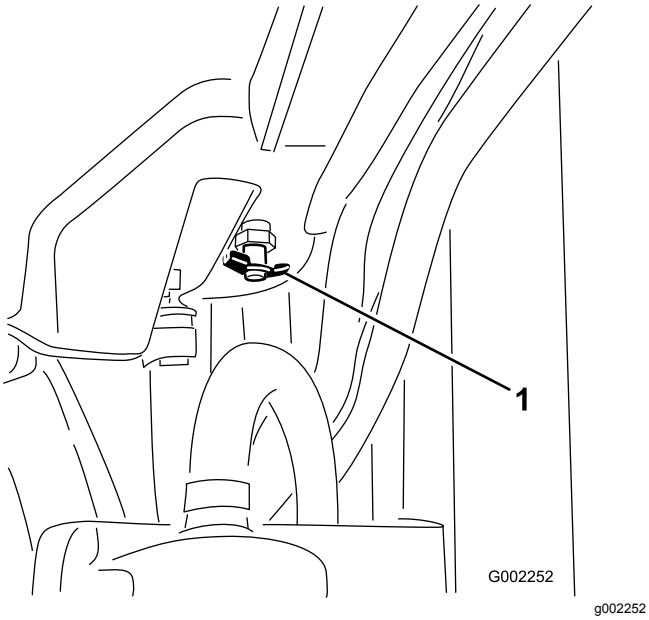

**Рисунок 86**
4. Откройте сливной клапан и слейте охлаждающую жидкость в сливной поддон (Рисунок 86).
6. Снимите крышку радиатора (Рисунок 86).
10. После прогрева охлаждающей жидкости доведите уровень охлаждающей жидкости до уплотнительной поверхности и затяните крышку (Рисунок 86).
11. Откройте крышку расширительного бачка и заполните бачок охлаждающей жидкостью до уровня Cold (Холодный) (Рисунок 86).